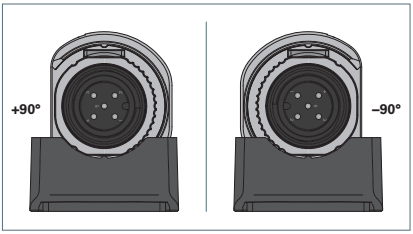

Fig. 7: Aligner l'appareil à -90° ou +90°.
- Tournez l'appareil à la position angulaire exacte de -90° ou +90°, voir Fig. 7.